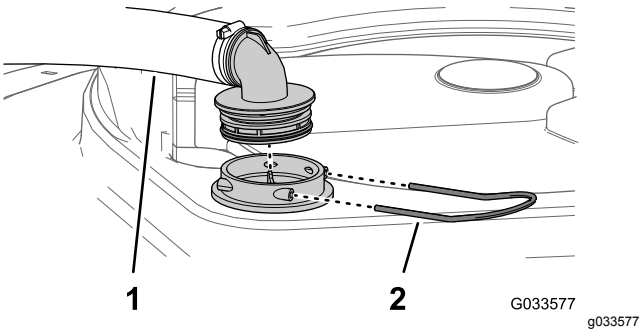

Figur 58
2. Fjern holderen, som sidder øverst på sprøjtetanken og som fastgør slangefittingen, der er monteret på den store slange fra filterhuset (Figur 58).
3. Fjern slangen og slangefittingen fra filterhuset (Figur 58).